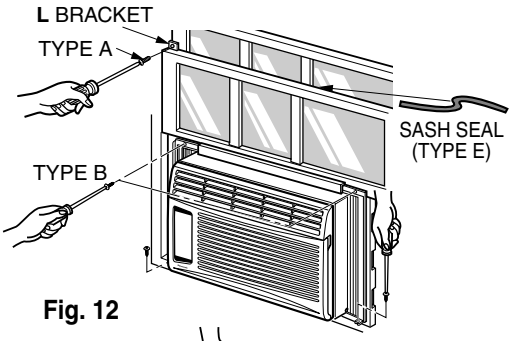

Fig. 12
Extend the guide panels (TYPE F) to fill the window opening using 4 screws (TYPE B) to secure them, as shown in Fig. 12.
a. Cut the sash seal (TYPE E) to the window width. Stuff the sash seal between the glass and the window to prevent air and insects from getting into the room, as shown in Fig. 12.
b. Fasten the **L** bracket using a screw (TYPE A), as shown in Fig. 12.